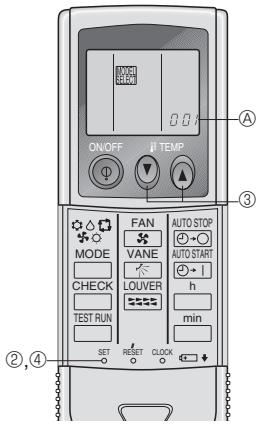

Fig. 6-8
1) Programmation (Fig. 6-8)
① Introduire les piles.
② Appuyer sur le bouton SET à l'aide d'un objet pointu.